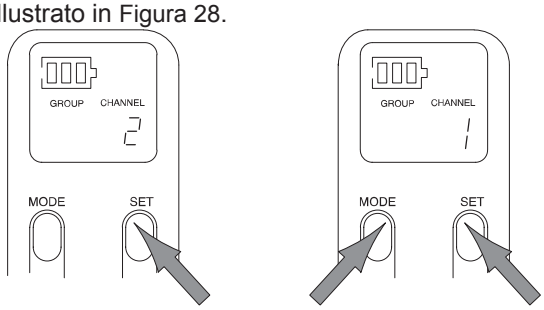

FIGURA 28
5. Per cambiare la direzione del numero del Gruppo o Canale, mantenga premete il pulsante SET e premete il pulsante MODE, come illustrato in Figura 28.